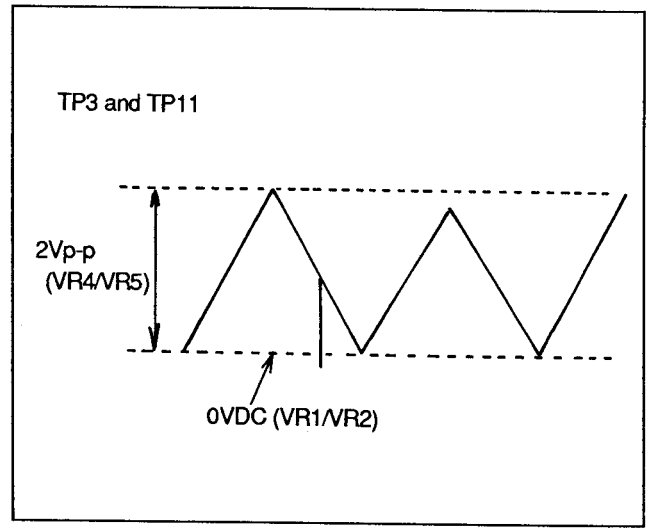

Figure 2
6) Adjust VR1 (CH0 DC) and VR2 (CH1 DC) so that the off set level is 0VDC as shown in Figure 2.
7) Adjust VR4 (CH0 ENV_LEVEL) and VR5 (CH1 ENV_LEVEL) so that the envelope level is 2Vp-p as shown in Figure 2.